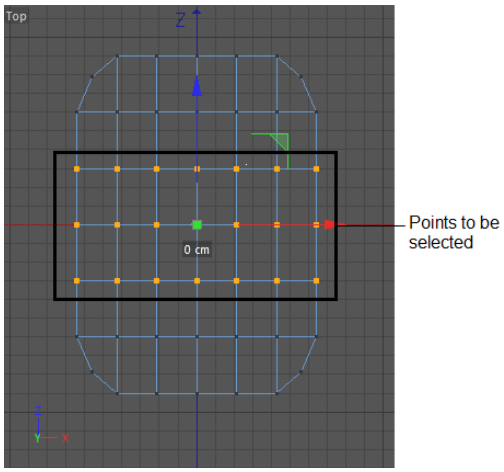

Figure 3-16 *The points to be selected*
9. Deselect the corner points of *Computer mouse* by clicking on the empty area of the viewport. Invoke the **Live Selection** tool from the Command Palette and select the center points of *Computer mouse* in the Top viewport by dragging the cursor on them, as shown in Figure 3-16.